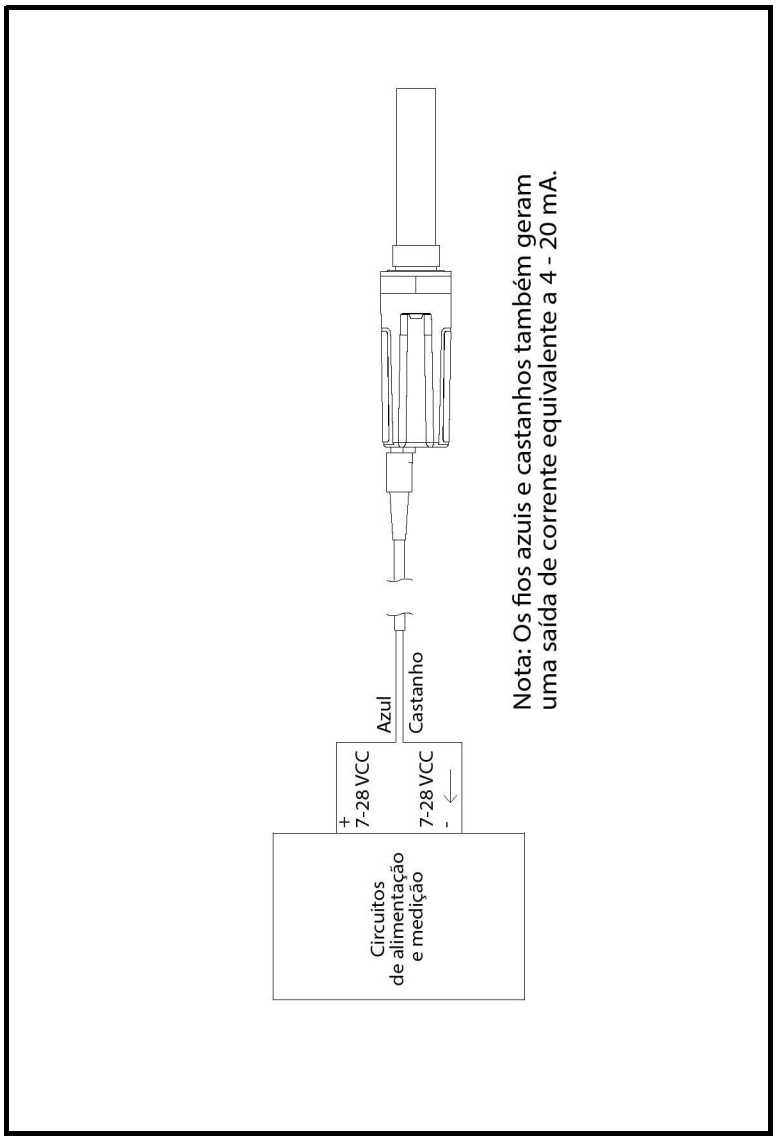

Figura 2: Ligações de cablagem
2. Utilizando os fios aéreos na outra extremidade do cabo do transmissor, ligue o transmissor à sua fonte de alimentação e ao sistema de aquisição de dados (DAS), tal como indicado na Figura 2 na página 4. Consulte a Tabela 1 para obter uma descrição dos fios no cabo fornecido pela fábrica.